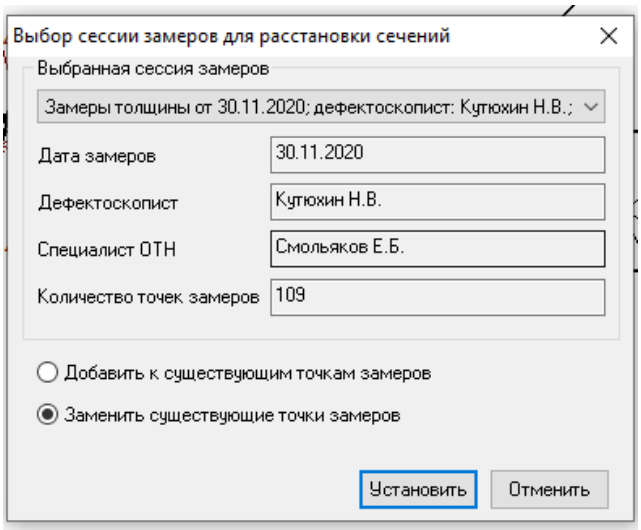

Рис. 1.3 – Диалоговое окно «Выбор сессии для расстановки сечений»
2.1.2. В появившемся диалоговом окне «Выбор сессии для расстановки сечений» (рис. 1.3):